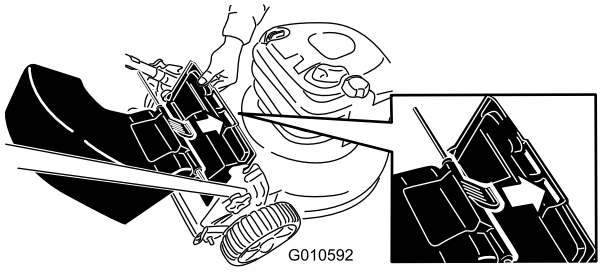

Bild 17
3. Setzen Sie die Lasche am Heckauswurfablenkblech in den rechten Schlitz am hinteren Ablenkblech (Bild 17).